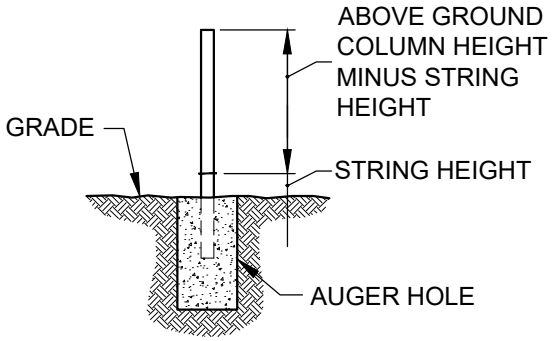

FIGURE 10-MARKING COLUMNS
1. TO FIND THE ABOVE GROUND COLUMN HEIGHT, MEASURE FROM THE TOP OF THE COLUMN, THIS DISTANCE, AND SUBTRACT THE STRING HEIGHT. MARK THE COLUMN AT THIS POINT WITH A FELT TIP MARKER. CONTINUE WITH REMAINING COLUMNS (SEE FIG. 10).